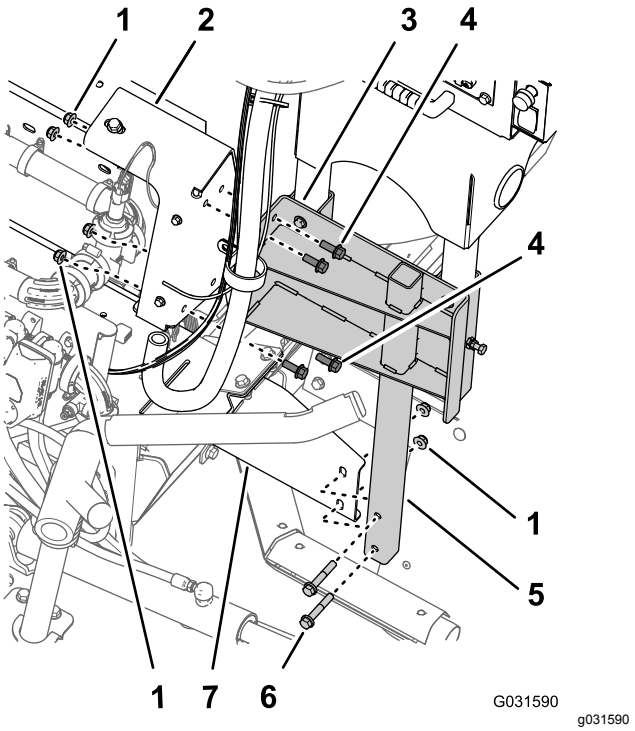

Figur 182
2. Rikta in hålen i stödkanalen för den svängbara slangvindan med hålen i sprutventilernas grenrörsfäste (Figur 182)
3. Rikta in hålen i den svängbara slangvindans nedre rörram med hålen i monteringsfästet på maskinens högra ramkanal (Figur 182).
4. Montera stödkanalen på grenrörsfästet (Figur 182) med de fyra flänsskruvarna (3/8 x 1 tum) och flänslåsmuttrarna (3/8 tum) som du tog bort i steg 3 i Ta bort den svängbara slangvindan från grenrörsfästet (sida 15).
5. Montera den nedre rörramen på monteringsfästet (Figur 182) med de två flänsskruvarna (3/8 x 2 1/4 tum) och två flänslåsmuttrarna (3/8 tum) som du tog bort i steg 2 i Ta bort den svängbara slangvindan från grenrörsfästet (sida 15).